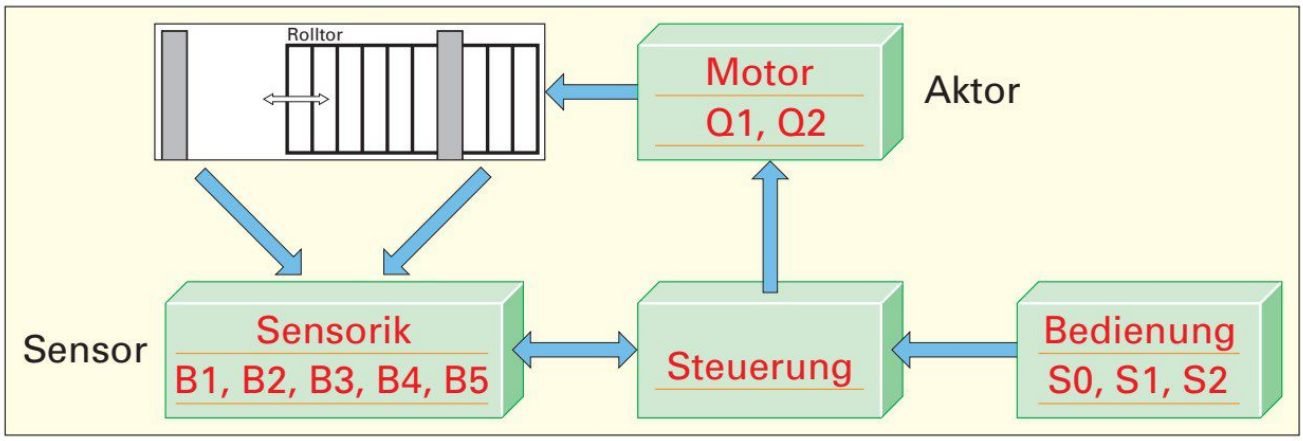

Bild 1: Blockschaltbild
2. Vervollständigen Sie das Blockschaltbild **(Bild 1)**, das den Zusammenhang der Komponenten **Motor, Steuerung, Bedienung** und **Sensorik** darstellt.